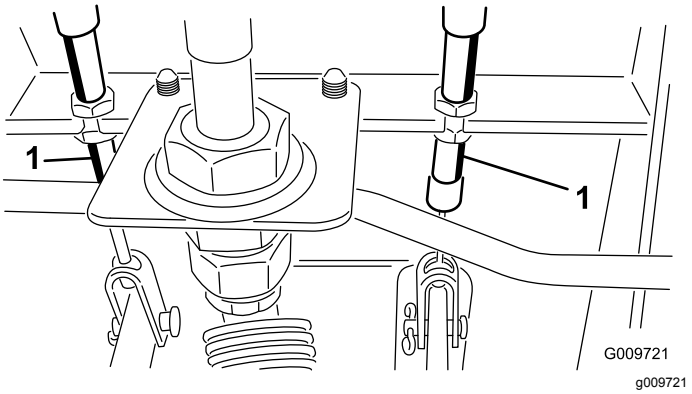

Figuur 74
A. Draai de voorste moer op het draadeinde van de remkabel los (Figuur 74).